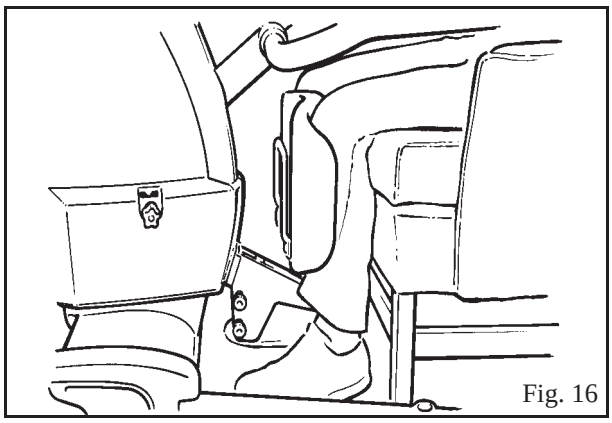

Fig. 16
6. Skub forsigtigt liften tættere på for at få fuld kontakt mellem underbenene og Proactive Pad. (Se fig. 16)